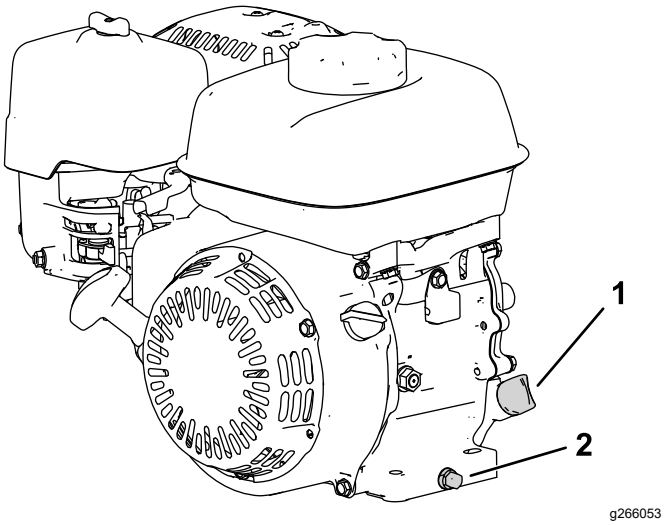

Figura 15
2. Posizionate la macchina in modo che il motore sia in piano e pulite la zona attorno al tubo di riempimento dell'olio (Figura 15).
3. Togliete il tappo di spurgo (Figura 15).